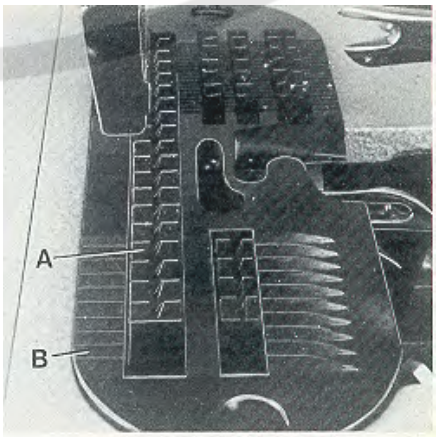

Fig.17
The lower feed dog (A, Fig. 17) should center laterally in the slots of throat plate (B).
Der untere Transporteur (A, Fig. 17) muß in den Schlitzen der Stichplatte (B) seitlich vermittelt sein.